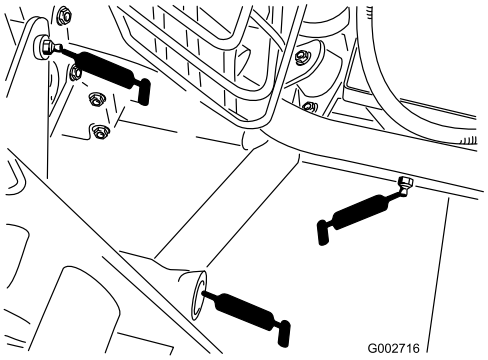

**Figur 23**
- Den bakre redskapshållaren (5) (Figur 23)